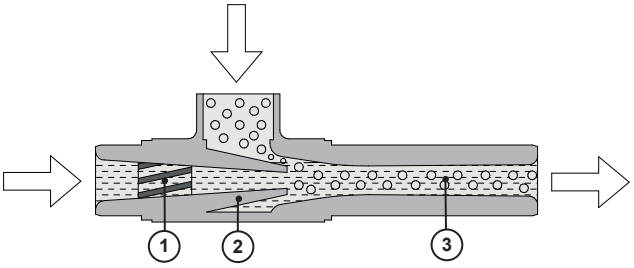

Рис. 1: Устройство инжектора
Поток воды, который согласно схеме на Рис. 1 «Устройство инжектора» на странице 9 приводится во вращение завихрителем (1), с высокой скоростью выходит из форсунки (2) и вследствие центробежного действия вращающейся струи расширяется до большего диаметра. Эта струя действует как поршень в расположенном напротив диффузоре (3). Газообразный хлор захватывается частицами воды из зоны вакуума и растворяется в воде. Непрерывное образование вакуума способствует засасыванию все большего количества газообразного хлора.